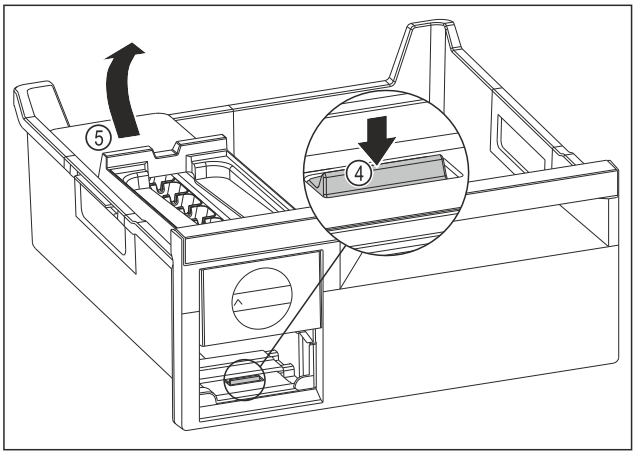

Fig. 144
▶ Scoaterea corpului EasyTwist-Ice: Apăsați eclisa *Fig. 144 (4)* cu degetele în jos și concomitent cu cealaltă mână ridicați corpul EasyTwist-Ice *Fig. 144 (5)* din spate.